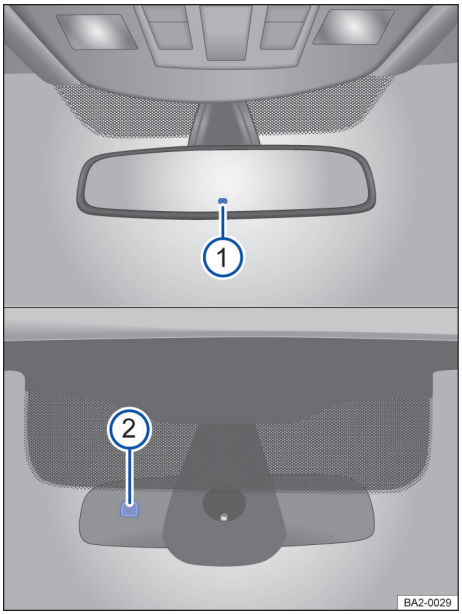

图 69 前风窗上：自动防眩目车内后视镜
打开点火开关后，传感器探测来自后方 →图 69 ① 和来自前方 ② 的光线强度。